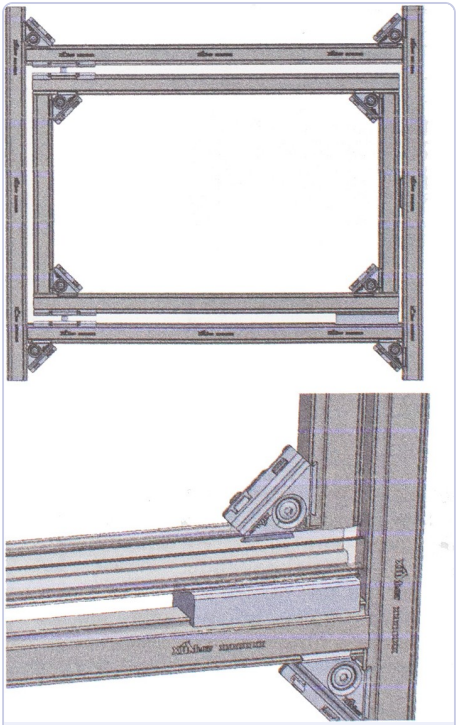

Рис. 4. Рама дверцы в сборе; внизу — установленная проставка от провисания
5. Установить проставку от провисания (рис. 4).